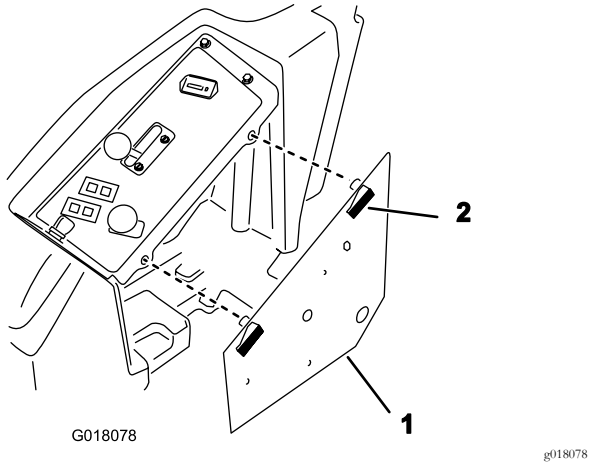

Figur 7
2. Lossa kontrollpanelen och lägg den åt sidan (Figur 7).